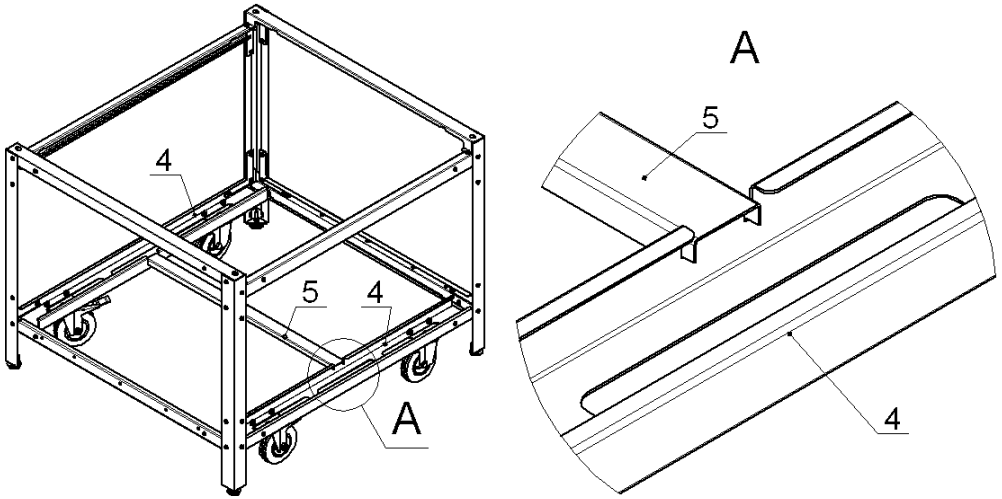

Рис.8
8. Перевернуть подставку, поставив её на опоры или колёса. Вложить в пазы на профилях боковых, нижних, поз 4 профиль поддержки полки, поз.5, как показано на рис.8. Проверить равенство диагоналей. Окончательно затянуть все гайки: